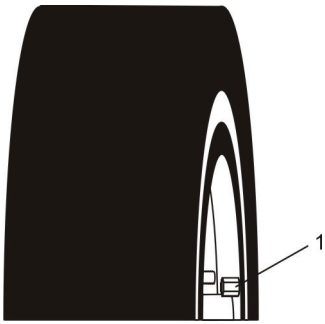

Figure 4
2. Placer la roue sur les goujons de roue et visser un écrou de roue (1) dans le sens horaire sur chaque goujon de roue (Figure 4).